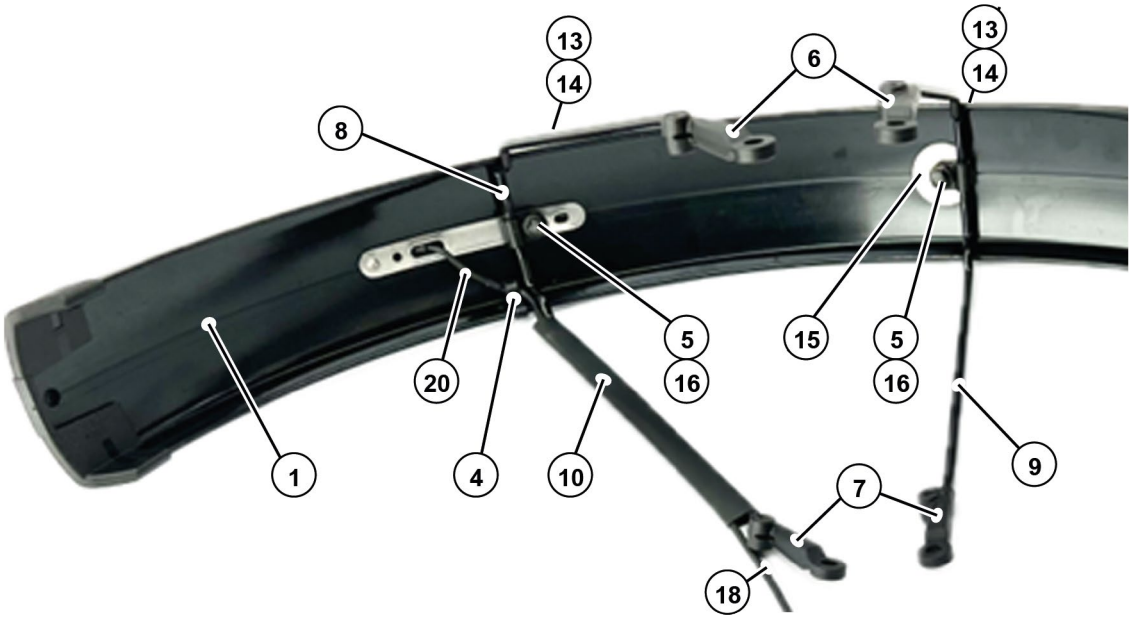

Fig. 06
3. Connect the rear light cable of the rear light (20) to the rear light cable (18), see Fig. 06.
4. Attach the rear light cable of the rear light (20) to the mudguard (1) using the fastening element (4).
5. Attach the rear light cable of the rear light (20) and rear light cable (18) to the mudguard strut (8) (long version) using heat shrink tubing (10).
6. Position mudguard strut (8) on mudguard (1) and fasten once with fastening element (13), (14), cable clip (5) and fastening element (16). Tightening torque: 4 Nm.
7. Position mudguard strut (9) (short version) on mudguard (1) and fasten once with fastening element (13), (14), mudguard disc (15), cable clip (5) and fastening element (16). Tightening torque: 4 Nm.
8. Attach strut brace holder, right (6) to mudguard strut (8) and (9). Tightening torque: 1 Nm.
9. Attach strut brace holder, left (7) to mudguard strut (8) and (9). Tightening torque: 1 Nm.